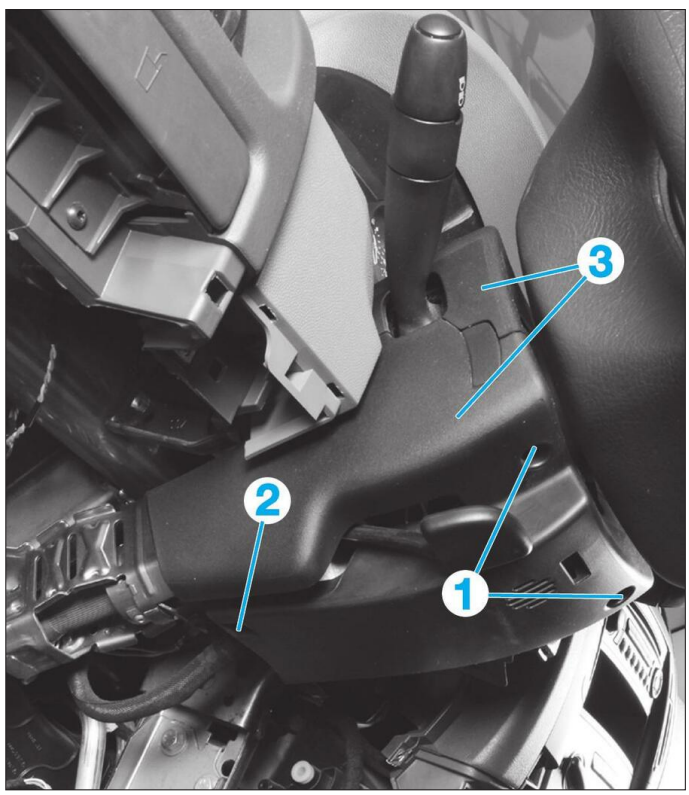

**Fig. 2**
• Déposer les demi-coquilles (3) de colonne de direction assemblées par 2 vis (1) et une agrafe (2) **(Fig.2)**